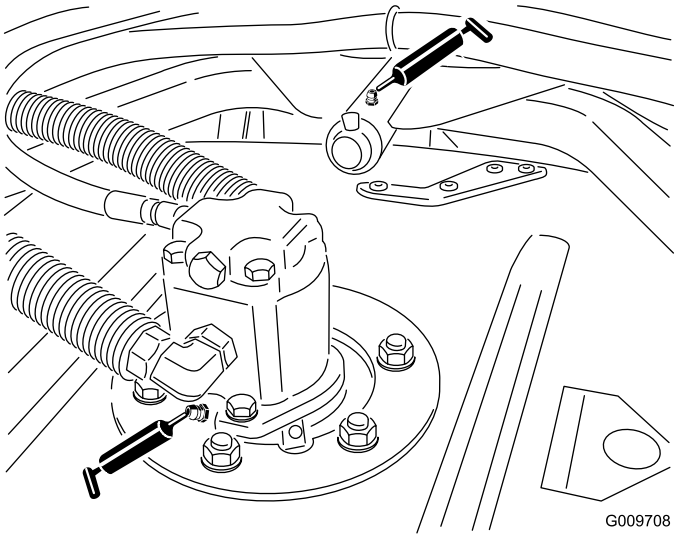

Figur 62
- Klippeenhedens spindelaksellejer (to pr. plæneklipperskjold) som vist i Figur 62
- Klippeenhedens bærearmsbøsninger (en pr. plæneklipperskjold) som vist i Figur 62